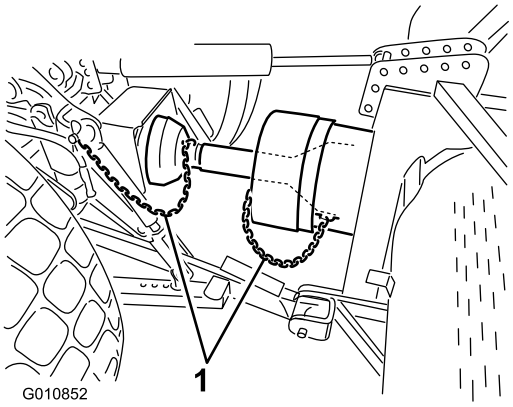

Figur 22
6. Anslut skyddssäkerhetskedjorna till kraftuttagsskyddet och traktorfästet (Figur 22). Kontrollera att kedjorna inte spänns när du höjer och sänker luftaren.